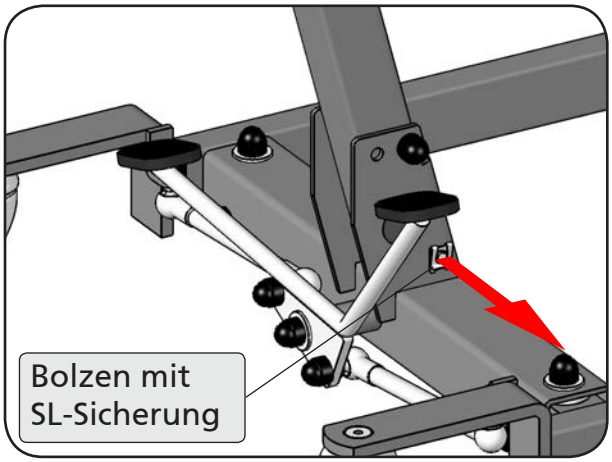

Abbildung 11
4. Stecken Sie den Bolzen wieder in die Standmastaufnahme ein, damit der Standmast arretiert ist. Sichern Sie den Bolzen mit der SL-Sicherung (Abbildung 11).